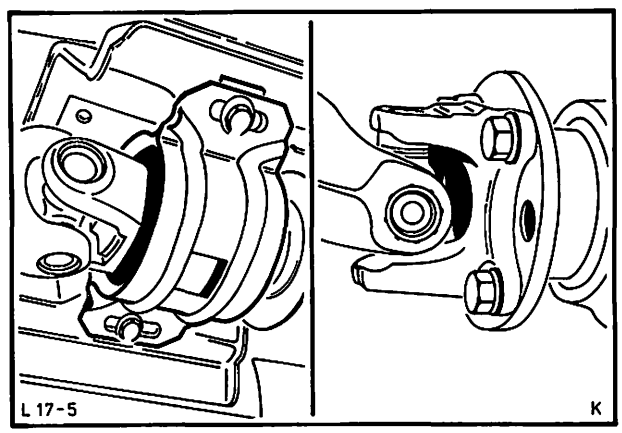

Abb. 25 Gelenkwellenbefestigung, Antriebsflansch – Mittellager
13. Blindstopfen entfernen und komplett Gelenkwelle einbauen. Mittellager mit Unterlegscheiben lose am Bodenblech vormontieren. Gelenkwelle an Hinterachsflansch anbauen und Schrauben mit vorgeschriebenem Drehmoment festziehen. Anschließend Mittellager parallel zur Gelenkwelle und spannungsfrei mit vorgeschriebenem Drehmoment festziehen. Abb. 25.